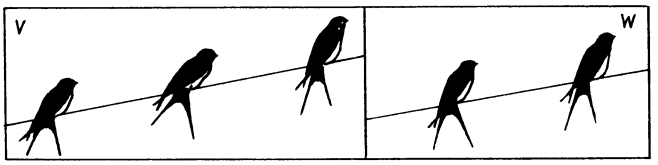

Рис. 186
71. Скажите, какая из трех ласточек не изображена на плоскости W (рис. 186).